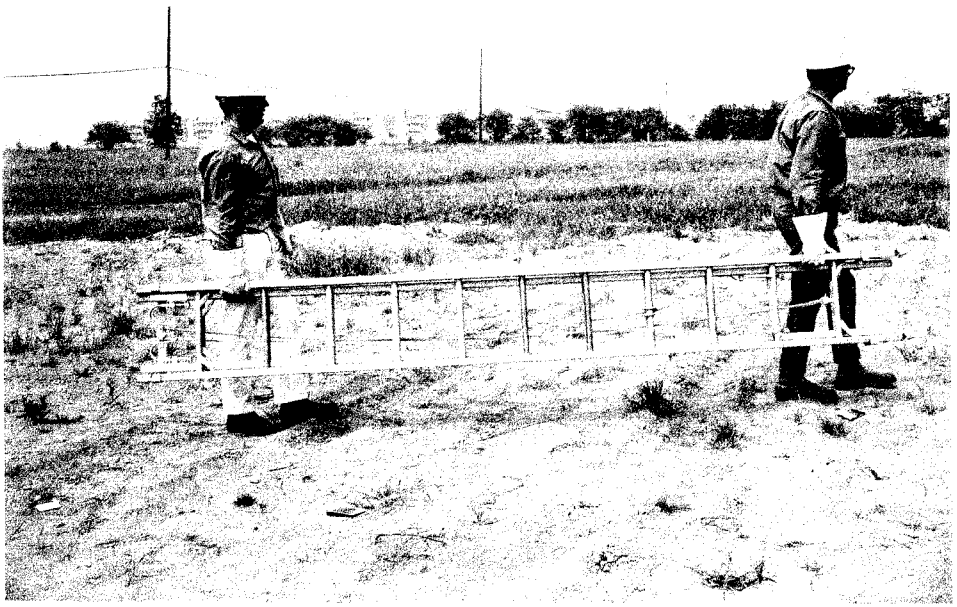

Fig. 37 — Two-Man Method of Carrying Ladder
9.09 To pick up a ladder, the two men take positions at opposite ends and, lifting together, lift the ladder to the position shown in Fig. 37. Carry the ladder with spurs forward.